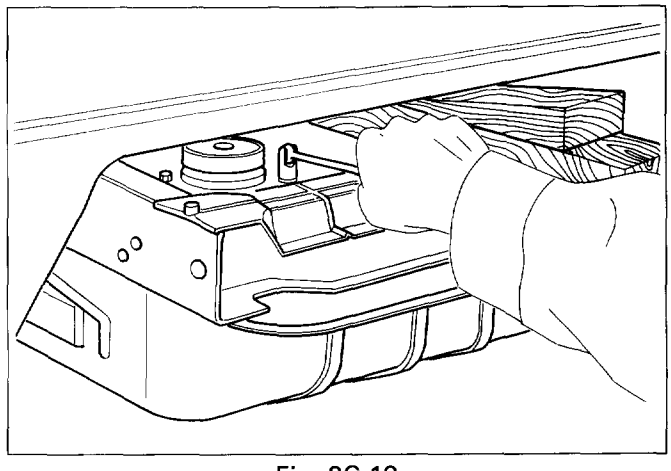

Fig. 2C-19
- As for No. 5 and 6, remove the frame side bracket fixing bolts after lowering the frame gently. (Fig. 2C-19)